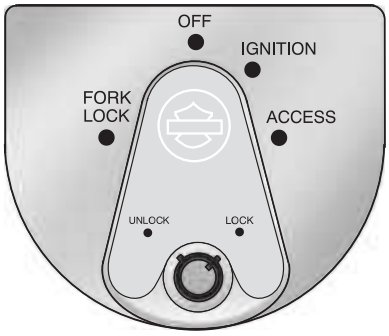

Figure 5-4. Ignition Switch (FLHX, FLHT/C/U, FLTR)
- *See Figure 5-4. "Key ON" means that the ignition key is turned to IGN and the engine stop switch is set to RUN (although the engine is **not** running).*